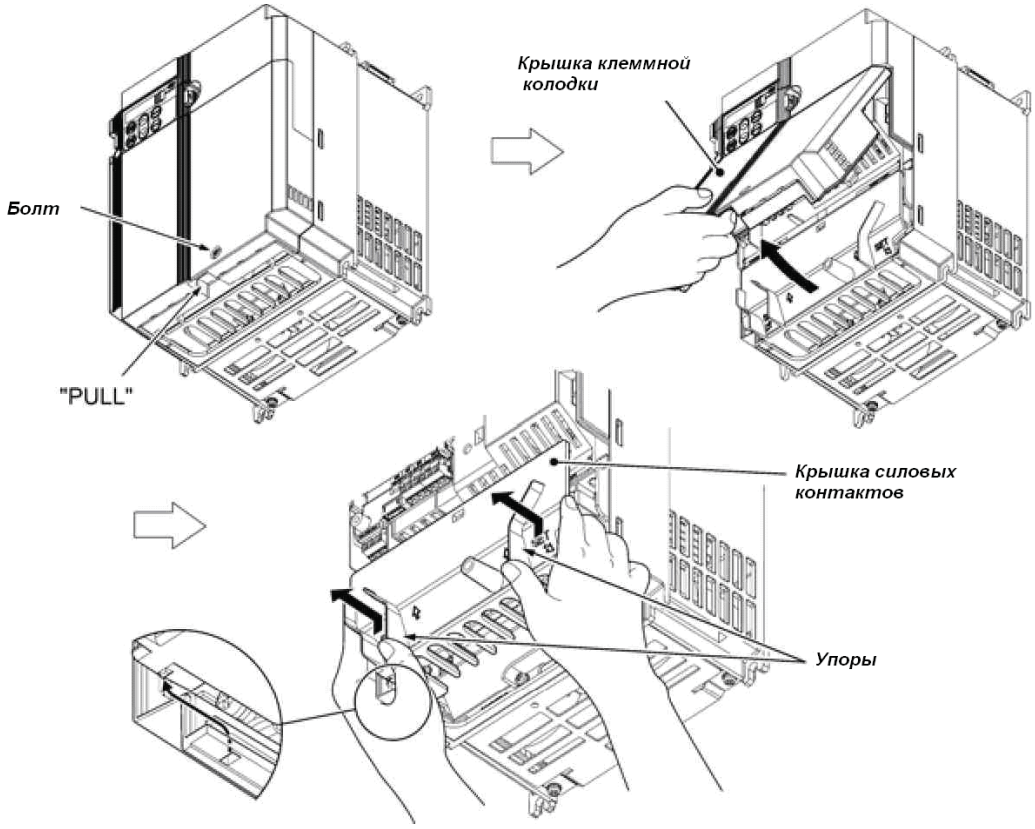

Рисунок 2.5 СняТие крышек (для ПЧ мощностью 5.5 и 7.5 кВт)
(2) Для ПЧ мощностью 5.5 и 7.5 кВт
① Чтобы снять крышку клеммной колодки, сначала ослабьте ее крепежный болт, затем поместите свой палец в выемку (с надписью "PULL") и потяните ее на себя.
② Чтобы снять крышку силовых контактов, поместите ладони на упоры крышки и потяните ее вверх, придерживая пальцами (рисунок 2.5.).